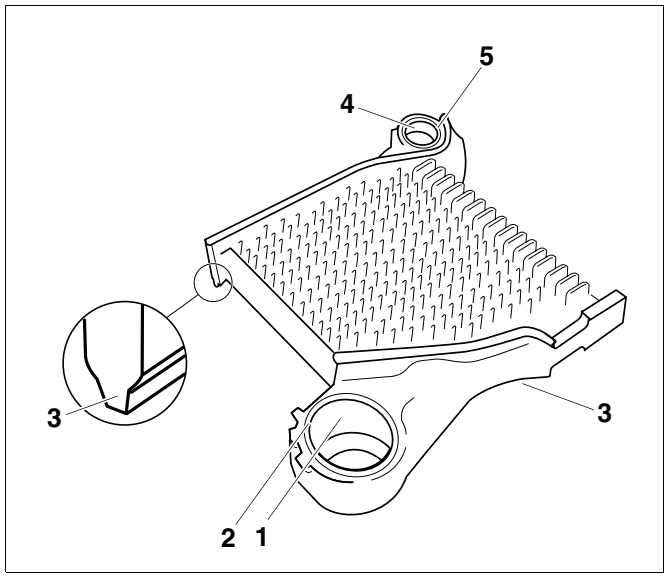

Afb. 11 Middenelement
- Vijl de eventueel aanwezige bramen van de ketelnaven (afb. 11, **pos. 2** en **5**).
- De afdichtingveren (afb. 11, **pos. 3**) moeten schoon en droog zijn en moeten bijgevolg eventueel eerst gereinigd worden.
- Reinig de afdichtingvlakken van de ketelnaven (afb. 11, **pos. 1** en **4**) met een in benzine gedrenkte doen en strijk ze in met menie.